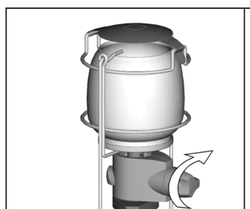

fig. 2
a) Check that the gas supply is fully turned off by turning the control wheel (6) clockwise as far as the handle ("-" direction of the arrow).
b) Position the "Easy Clic" system handle (7) as per the arrow (f), as far as the catch. Do not force it (fig.2).
a) Check that the gas supply is fully turned off by turning the control wheel (6) clockwise to its full extent.
b) Move the "Easy Clic" system handle (7) as per the arrow (f), without forcing it, as far as the catch. (fig.2)